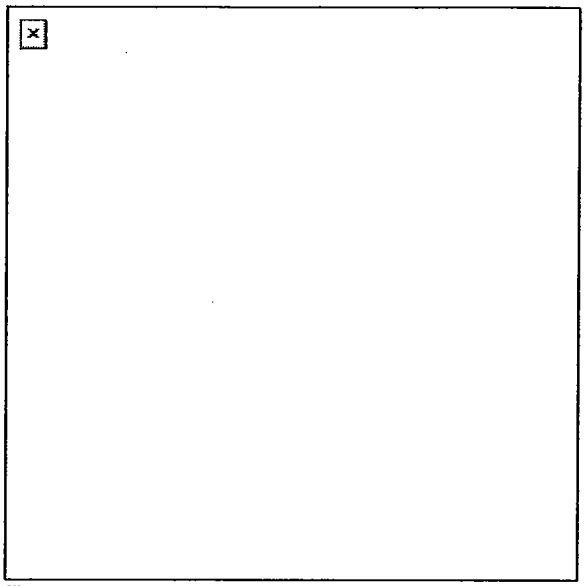

Figure 7. Insertion of the recoil spring and guide.
e. Insert the end of the recoil spring and the recoil spring guide into the recoil spring housing. At the same time, compress the recoil spring and lower the spring guide until it is fully seated on the locking block cutaway (Figure 7).